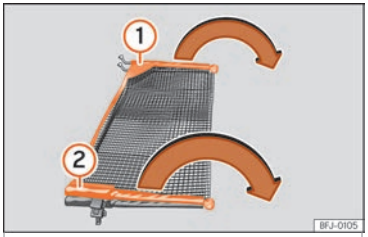

Fig. 166 Aprire la rete divisoria.
Aprire le barre trasversali ››› fig. 166 ① e ② della rete nel senso delle frecce finché non si ode un "clic".